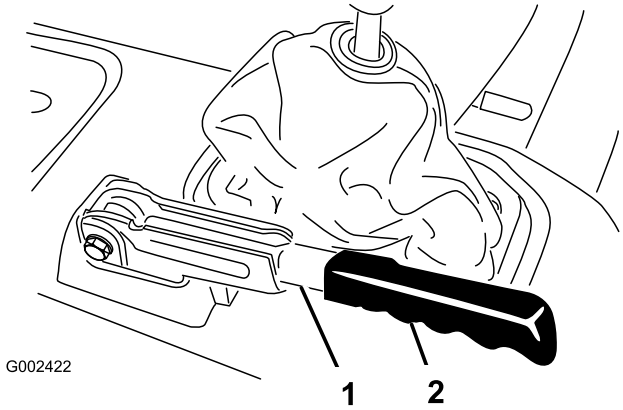

Figur 64
1. Fjern gummigrebet fra parkeringsbremsehåndtaget (Figur 64).